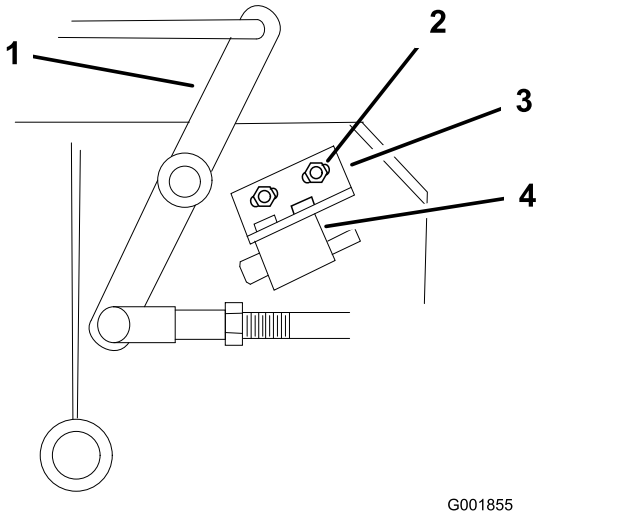

Figur 51
4. Juster skæreknivenes sikkerhedskontakt ved at løsne boltene, der fastgør kontaktens monteringsbeslag (Figur 51).
Sørg for, at vinkelarmen **ikke** rører kontakthuset, da dette kan beskadige kontakten (Figur 51).